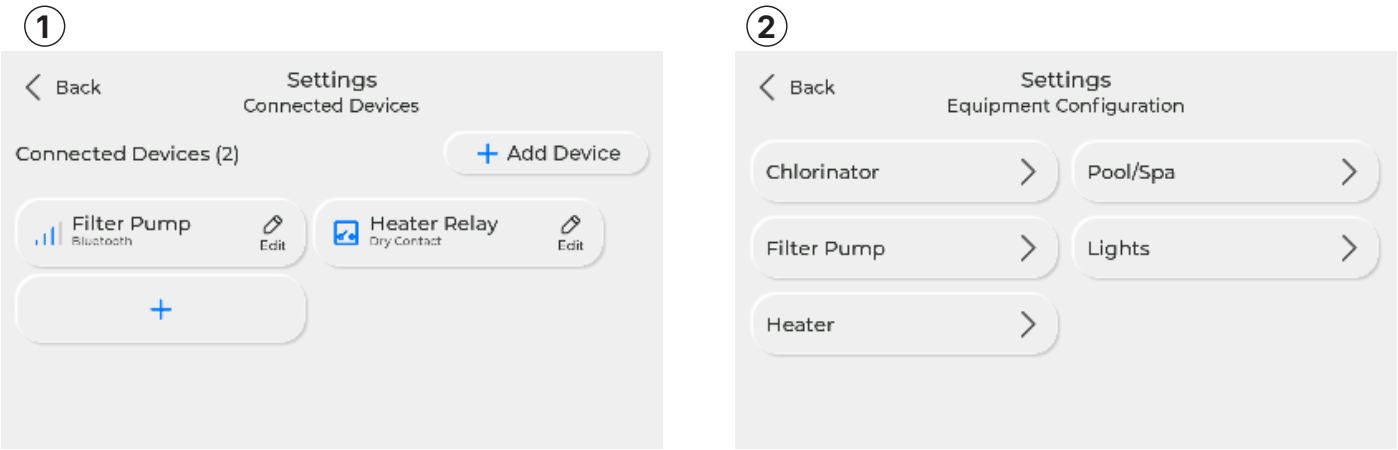

**Figure 6. Equipment Configuration Screens**
Additional equipment can be added as shown in the path below. Only equipment that has been added can be configured, and will appear on the Home screen, Timers screen and Favourites screen. See *Figure 6* (1).
Once connected, configure the equipment by going to **Settings > Equipment Configuration** to set certain features and parameters to suit the equipment. See *Figure 6* (2).